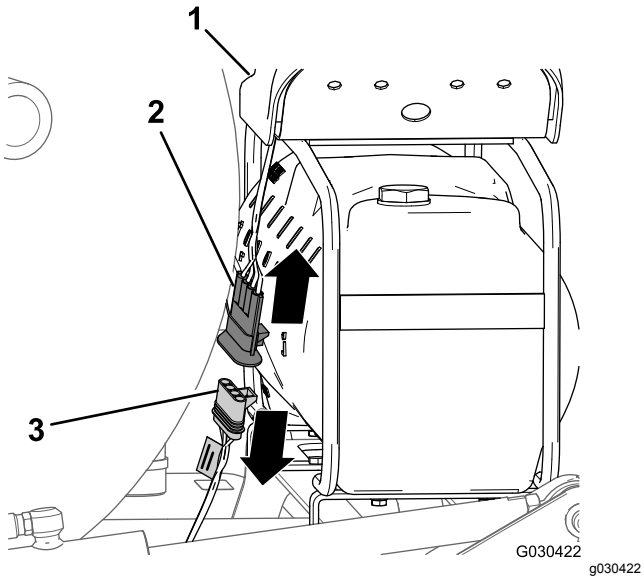

Figur 11
1. Bag på skummarkørtanken findes ledningsnettet ved kompressoren (Figur 11).
2. Frakobl konnektoren med 4 ben til kompressorledningsnettet fra konnektoren med 4 sokler på maskinens bageste ledningsnet (Figur 11).